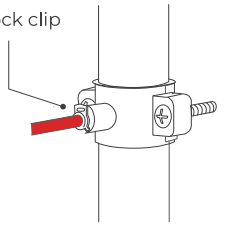

Figure 10
5. Pop the lock clip onto the fitting to secure the connection **(Figure 10)**.